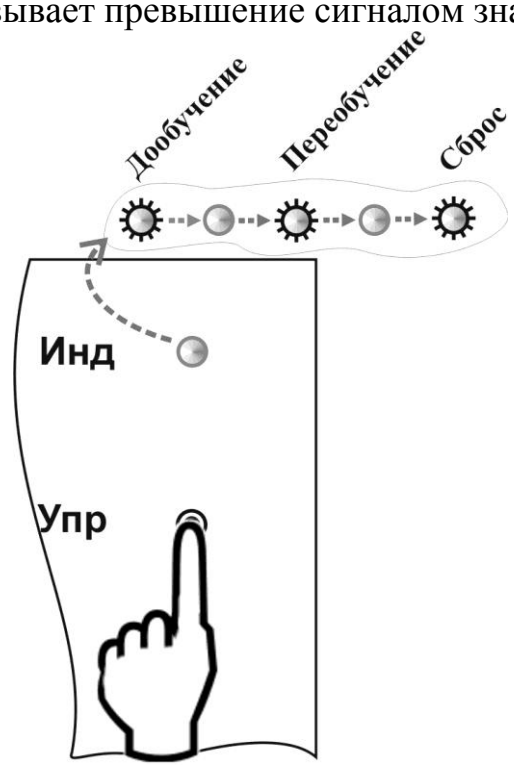

Рис. 6.24
6.4.5.2 При продолжительном нажатии на кнопку в дежурном режиме, соответствующий индикатор начинает медленно мигать (поочередно включаться и выключаться до третьего включения, см. рис. 6.24). Третье включение является и последним, далее индикатор светится непрерывно до момента отпускания кнопки. Если отпустить кнопку во время первого включения (свечения) индикатора, произойдет вход в режим дообучения. Если отпустить во время второго включения, - вход в режим переобучения. Если отпустить кнопку во время третьего включения индикатора, произойдет сброс и переход в де-